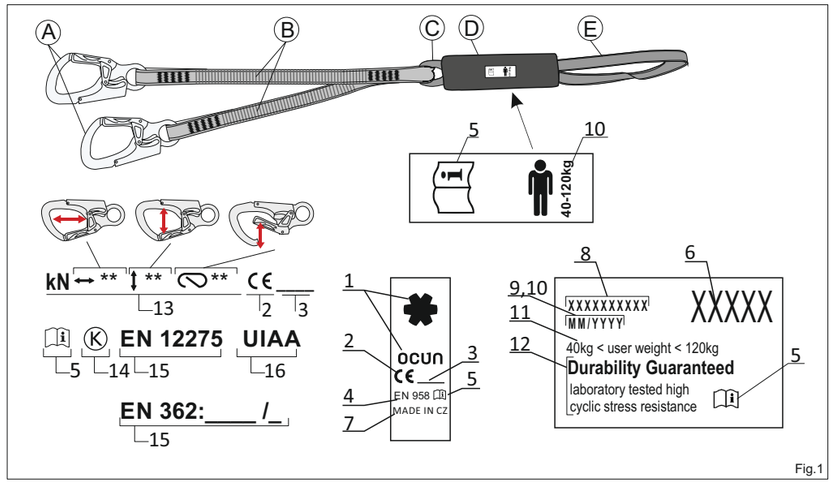

Fig.1
BESCHREIBUNG DER TEILE (Abb. 1): (A) Karabiner, (B), elastische Y-Schenkel, (C) Sitzschlaufe, (D) Bandfalldämpfer, (E) Einbindeschlaufe
KENNZEICHNUNG (Abb. 1):